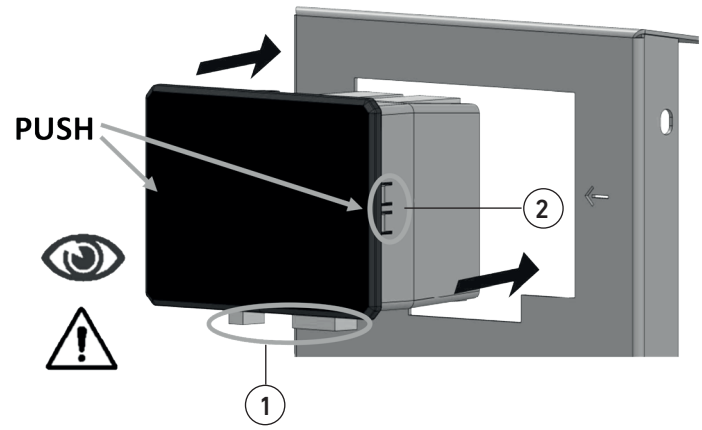

fig. 24
- Make a correct connection of the device (DO NOT invert the connectors, respect the connections given by the manufacturer) and pay attention to the direction that the control unit must have to enter the seat (fig. 24 part.1);
- To insert the component in place press on the side edges of the control unit near the arrows, as shown in fig. 24. When the component has arrived to beat the side teeth (fig. 24 part.2) will emit a 'click' indicating the correct anchorage to the sheet metal.